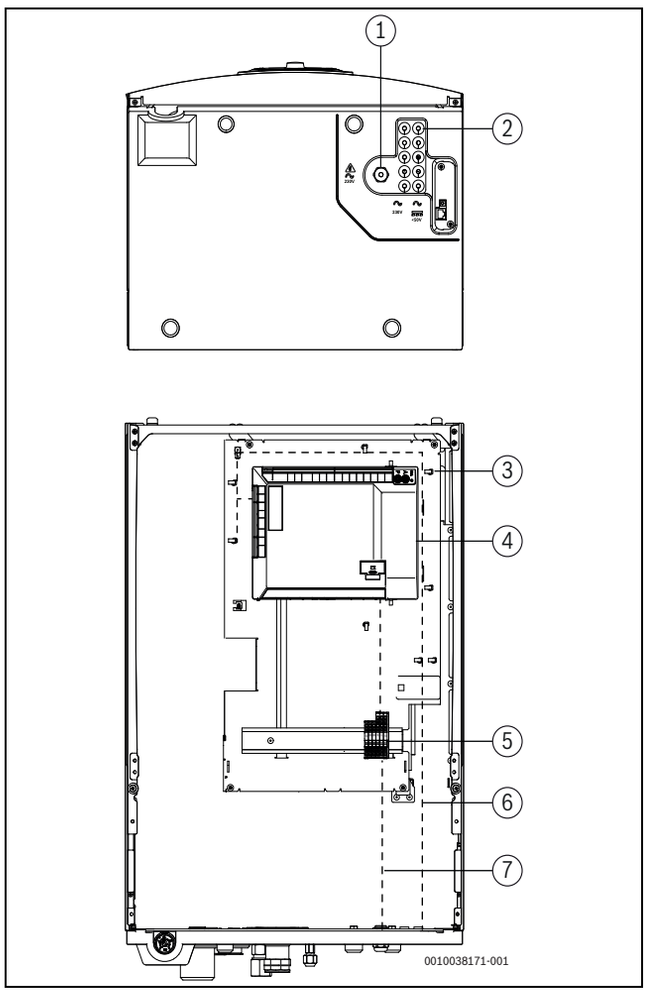

Fig. 10 Passacavi e componenti elettrici (viste con vaschetta di raccolta)
- Inserire CAN-BUS, le sonde e gli altri cavi elettrici del circuito dei segnali attraverso il relativo passacavo contrassegnato con <50 V. Introdurre del tutto i cavi elettrici finché non raggiungono la parte anteriore dell'apparecchio e collegarli come indicato in Fig. 10.